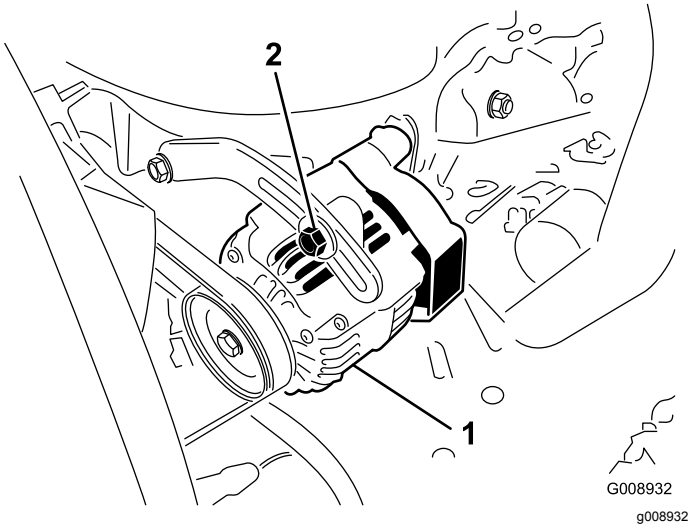

**図 46**
2. たわみが10 mmでない場合には、オルタネータ取り付けボルトをゆるめる図 46。